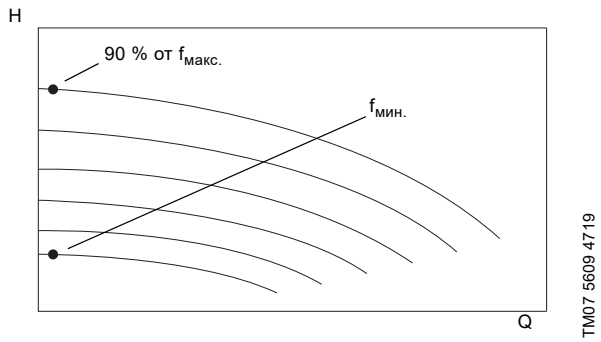

Рис. 115 Характеристика QH для насоса с регулируемой частотой вращения для выбора рабочих точек при низком расходе
3. Выберите характеристику насоса для установки рабочей точки рядом с $f_{мин.}$ и введите для Q значение 0,1 в качестве "Рабочей точки". См. рис. 115.
5. Выберите характеристику насоса для установки рабочей точки рядом с частотой вращения на уровне 90 % и введите для Q значение 0,1 в качестве "Рабочей точки". См. рис. 115.